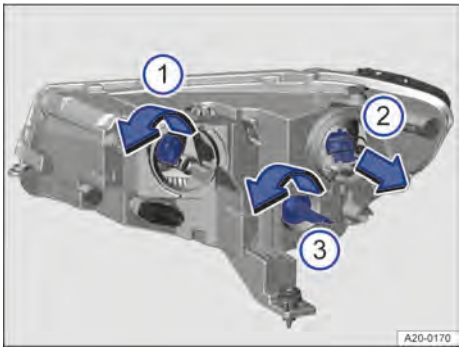

Fig. 190 En el vano delantero: cambiar las lámparas del faro derecho.
2. Gire el portalámparas en el sentido de la flecha, hasta el tope, y extráigalo hacia atrás → Fig. 190 ①.
4. Coloque el portalámparas en el faro y gírelo en el sentido contrario al de la flecha, hasta el tope → Fig. 190 ①.
2. Extraiga el portalámparas en el sentido de la flecha → Fig. 190 ②.
4. Coloque el portalámparas en el faro y presiónelo en el sentido contrario al de la flecha → Fig. 190 ②.
1. Gire el portalámparas en el sentido de la flecha, hasta el tope, y extráigalo hacia atrás → Fig. 190 ③.
3. Coloque el portalámparas en el faro y gírelo en el sentido contrario al de la flecha, hasta el tope → Fig. 190 ③.